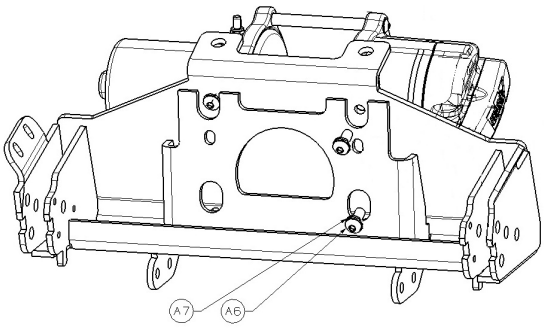

Figure 3
5. Monter le treuil pour labourer le mont (A1) selon les fermoirs de tête de bouton d'utilisation de figure 3 (B6, B7).